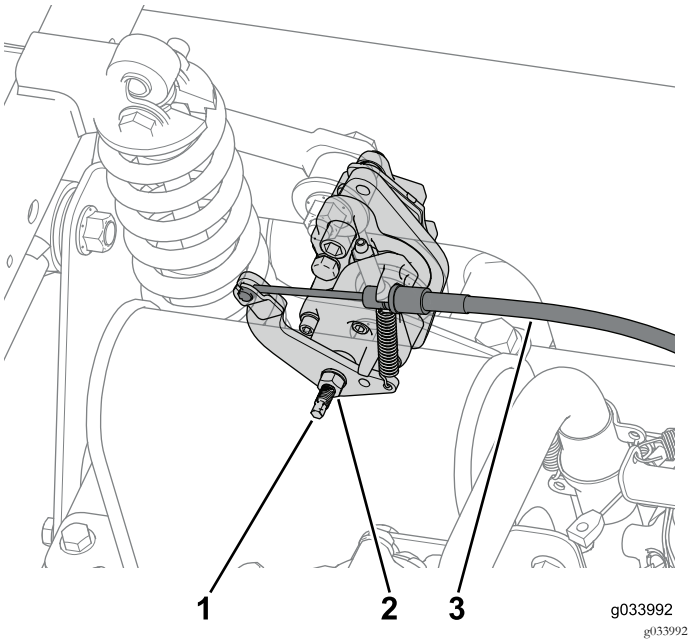

Figuur 60
1. Zet de contramoer los en draai de stelschroef van de beide achterste remklauwen 2 slagen linksom (Figuur 60).
2. Koppel de parkeerremkabel van de remklauwen los (Figuur 60).